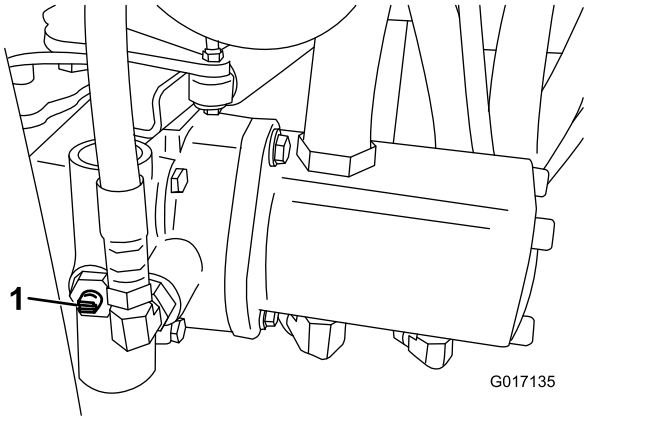

Figura 27
1. Localice la válvula de desvío en la bomba y gírela hasta que la ranura esté en posición vertical (Figura 27).
2. Antes de arrancar el motor, cierre la válvula de desvío girándola hasta que la ranura esté horizontal (Figura 27). No arranque el motor con la válvula abierta.